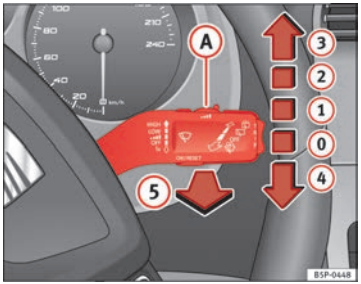

**Fig. 84 Windscreen wiper and windscreen wash lever**
The windscreen wiper lever ⇒ Fig. 84 has the following positions:
- The next speed down will automatically be selected if wiper speed 2 ⇒ Fig. 84 or 3 is selected when the vehicle stops. The set speed will be resumed when the vehicle starts again